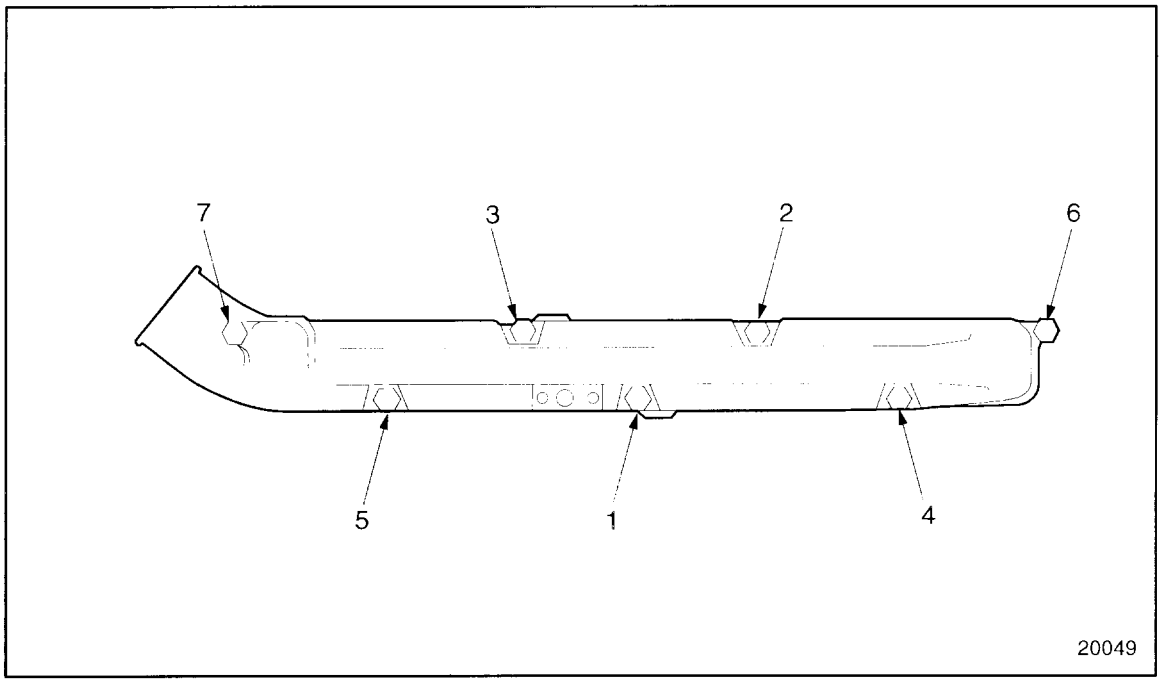

Figure 6-13 Intake Manifold Bolt Position and Torque Sequence
2. Install bolts six and seven through the intake manifold and into the cylinder head and hand-tighten. See Figure 6-13.
3. Install the five remaining bolts through the intake manifold and into the cylinder head. Torque all of the intake manifold retaining bolts to 58-73 N·m (43-54 lb·ft) in the proper torque sequence. See Figure 6-13.